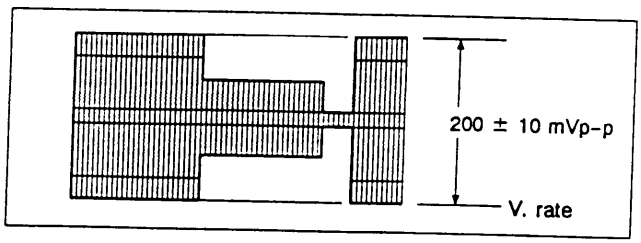

Fig. 3-1-13 REC colour level
3) Confirm that colour level is 200 ± 10 mV p-p, as in Fig. 3-1-13.